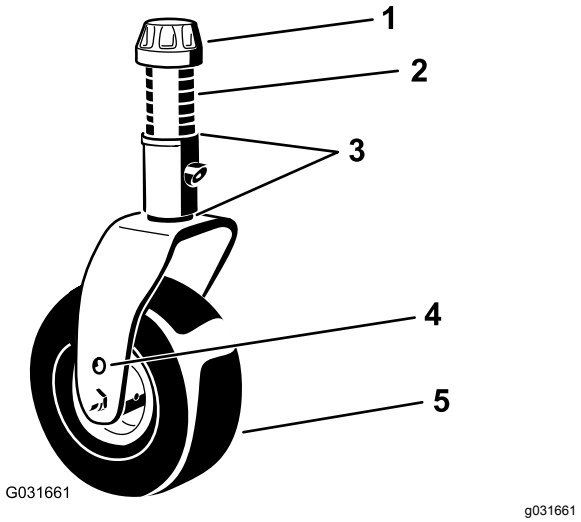

Figur 21
4. Lossa och ta bort spännlocket från svänghjulsspindelns axel med hjälp av den medföljande nyckeln för svänghjulslocket och skjut sedan ut svänghjulsaxeln ur svänghjulsarmen (Figur 21).